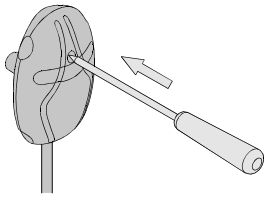

Abbildung 9. Zurücksetzen des Überhitzungsschutzes
- Das Fühlergehäuse enthält einen Temperaturfühler und einen Überhitzungsschutz. Wenn die Temperatur in der Umgebung des Temperaturfühlers zu stark ansteigt, unterbricht der Überhitzungsschutz die Stromzufuhr. Das Zurücksetzen des Überhitzungsschutzes wird in Abbildung 11 dargestellt. (>>Abbildung 9. Zurücksetzen des Überhitzungsschutzes).